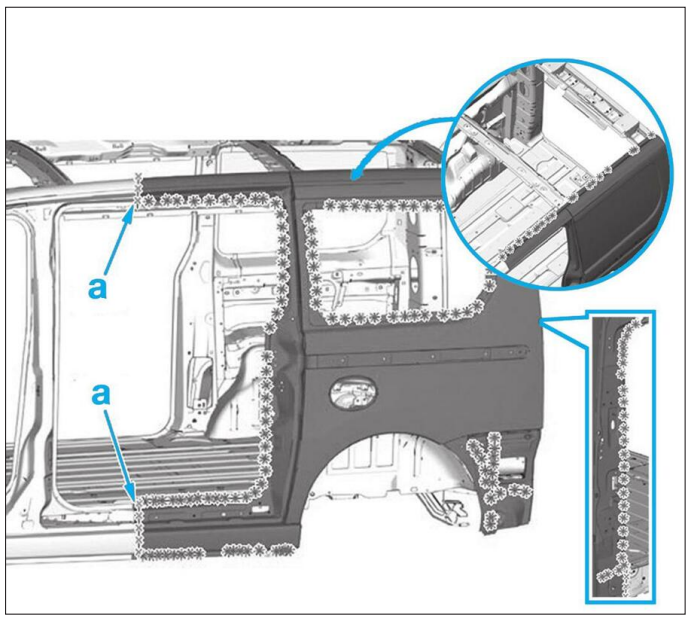

**FIG. 82**
• Tracer puis découper (a) le panneau latérale selon la préparation de la pièce de rechange **(Fig.82)**.